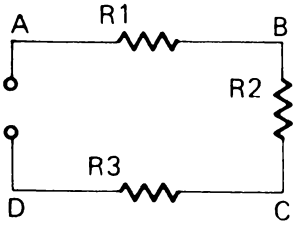

Figura 1
13. Riferitevi alla Figura 1. R_1 = 2 KΩ, R_2 = 3 KΩ, R_3 = 5 KΩ, A = +20V, D = GND.
14. Riferitevi alla Figura 1. R_1 = 2 KΩ, R_2 = 3 KΩ, R_3 = 5 KΩ.